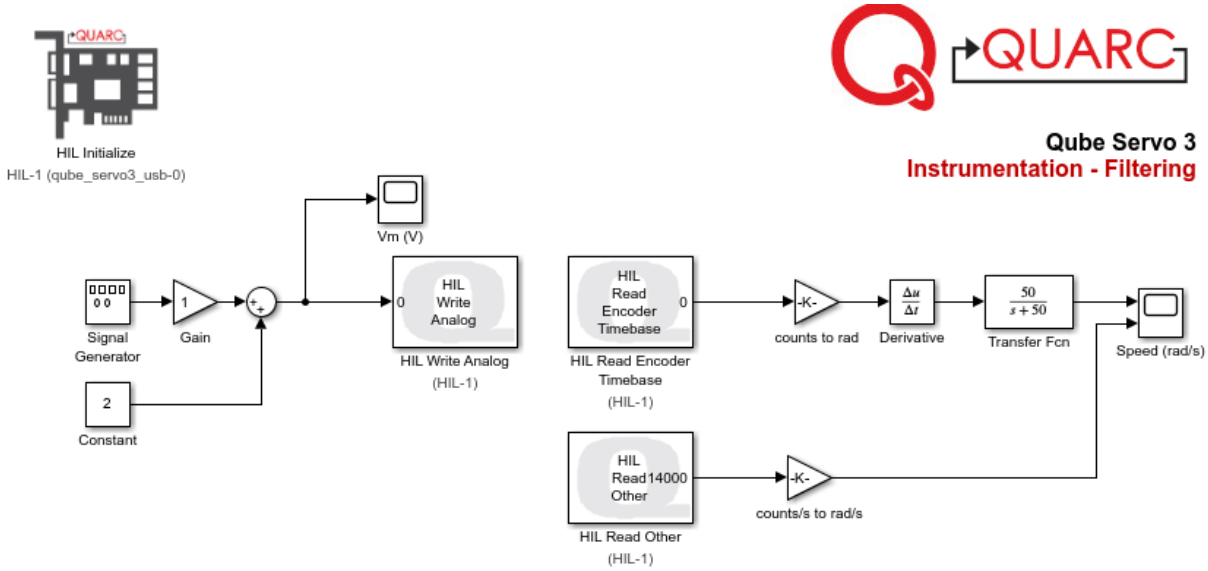

Figure 1. Measuring speed using the encoder
Based on the model developed in the Hardware Interfacing lab, the goal is to design a model that measures the servo velocity using the encoder as shown in Figure 1. Use qs3_filtering.slx as a starting point.
2. Build the Simulink diagram shown in Figure 1 but, for now, do not include the `Transfer Fcn`.
3. Using the `Signal Generator` block, set it up to output a square wave with an amplitude of 1V at 0.4Hz. Use a Sum block as shown in Figure 1, to convert the output from -1V to 1 V to a square wave between 1 and 3 V.
6. One way to remove some of the high-frequency components is adding a low-pass filter (LPF) to the derivative output. Add a `Transfer Fcn` block, this could be by double clicking on an empty part of your model and typing it out or from the `Simulink | Continuous Simulink library`. Place this block after the `Derivative` output and connect the output of the `Transfer Fcn` to the `Scope`. Set the `Transfer Fcn` block to a cutoff frequency of 50rad/s so that your block shows $50/(s + 50)$, as illustrated in Figure 1.